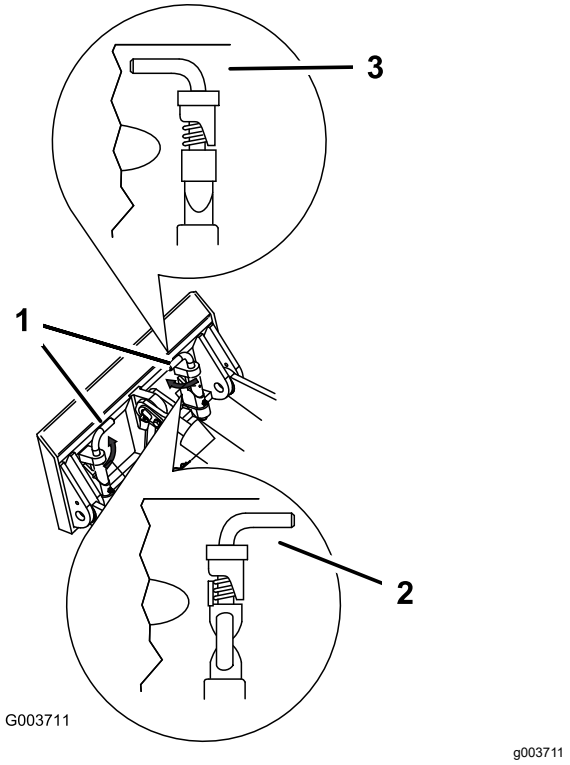

**Figuur 11**
7. Zet de snelkoppelingspennen vast en zorg ervoor dat deze volledig in de bevestigingsplaten zitten (Figuur 11).